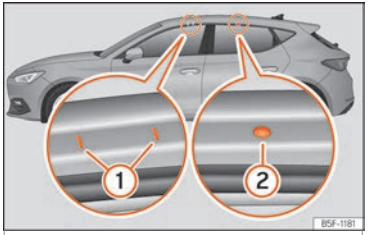

Abb. 142 Befestigungspunkte der Längsträger für den Dachgepäckträger (Leon).
Die vorderen und hinteren Befestigungspunkte ① und ② sind nur bei geöffneten Türen sichtbar ››› **Abb. 142**.